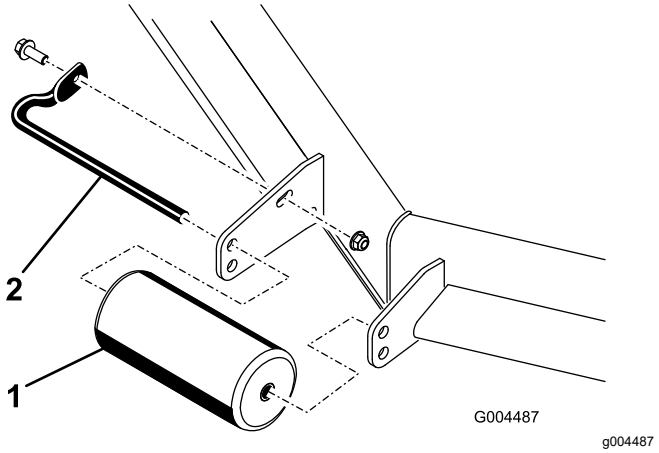
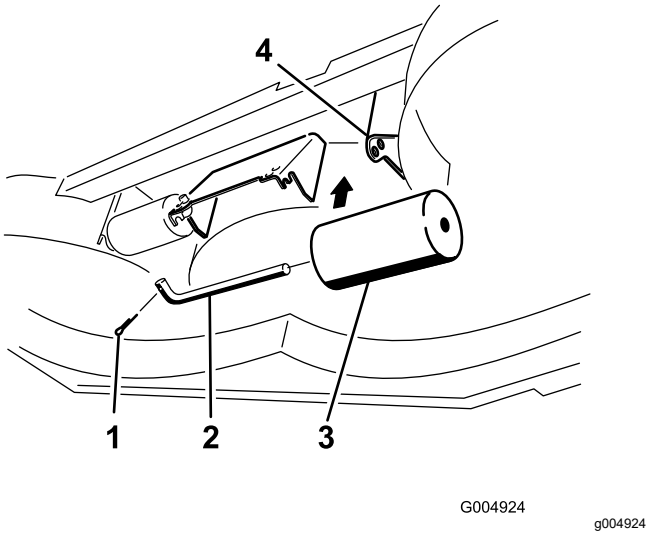

**Rysunek 12**
**Rysunek 16**
4. Usuń elementy mocujące każdą rolkę zespołu tnącego i przesuń rolki w górę lub w dół zgodnie z wymaganiami, patrz Rysunek 12 do Rysunek 16, o ile ma to zastosowanie dla danego zespołu tnącego.